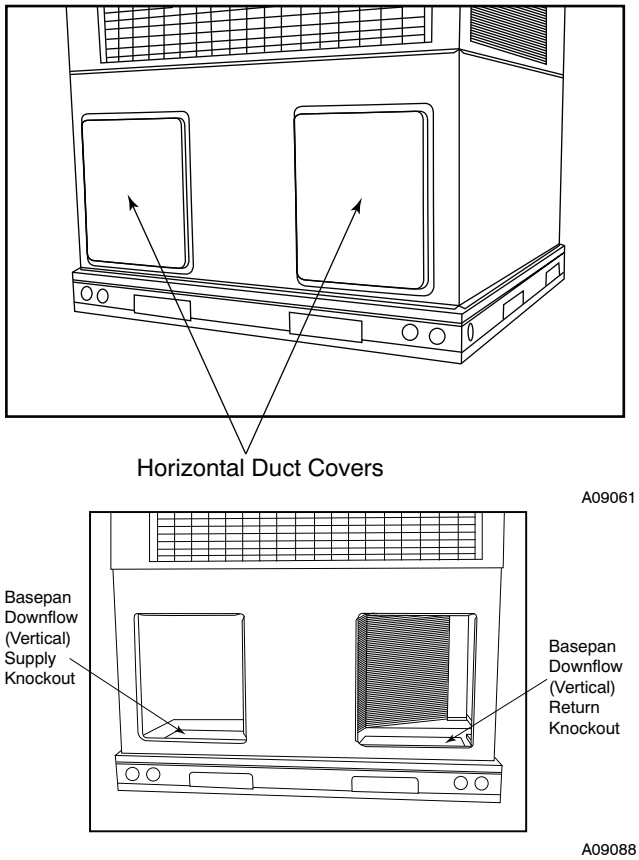

**Fig. 9 - Supply and Return Duct Opening**
The flue assembly is secured and shipped in the return air duct. Remove duct cover to locate the assembly (See Fig. 9).
2. Remove flue hood from shipping location (inside the return section of the blower compartment-see Fig. 9). Remove the return duct cover to locate the flue hood. Place flue hood assembly over flue panel. Orient screw holes in flue hood with holes in the flue panel.
2. Remove horizontal (metal) duct covers to access vertical (downflow) discharge duct knockouts in unit basepan. (See Fig. 9.)